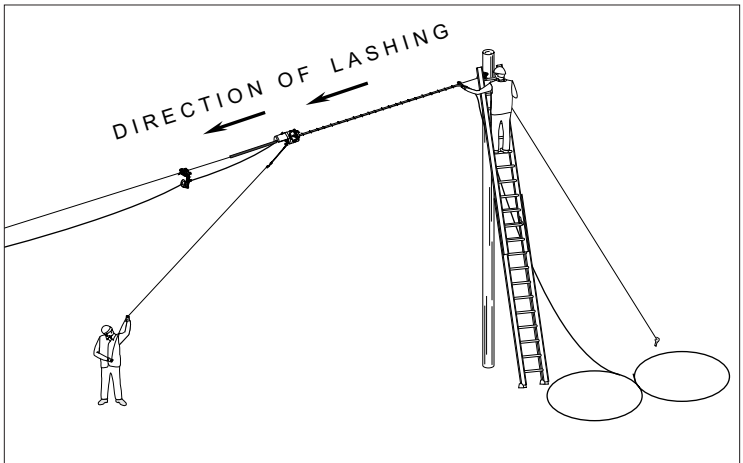

Figure 38 - Back-pull lashing
7.42 Begin the lashing process by having a crew member pull the lasher/pusher tow ropes along the path of the strand (Figure 38).